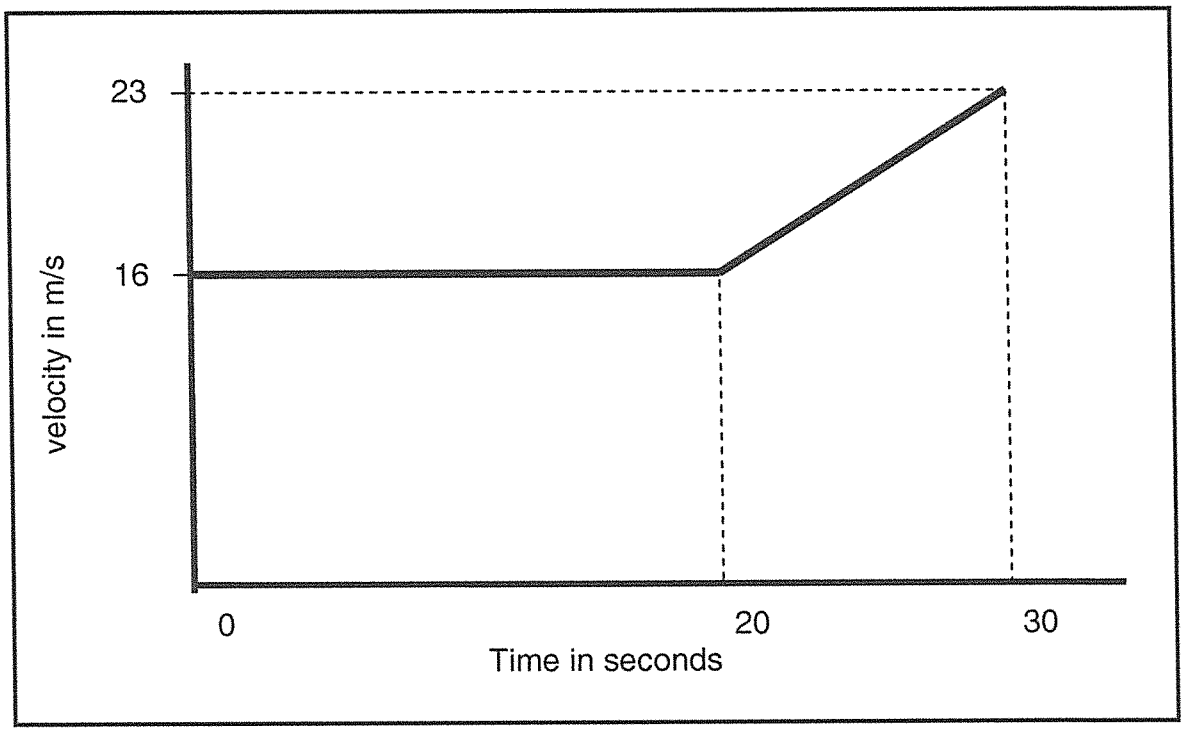

**FIGURE 1**
1.2 FIGURE 1 below shows a graph that shows the velocity of a vehicle with respect to time as the vehicle moves at 16 m/s for 20 seconds and then accelerates to 23 m/s over the next 10 seconds. Movement takes place in a straight line.